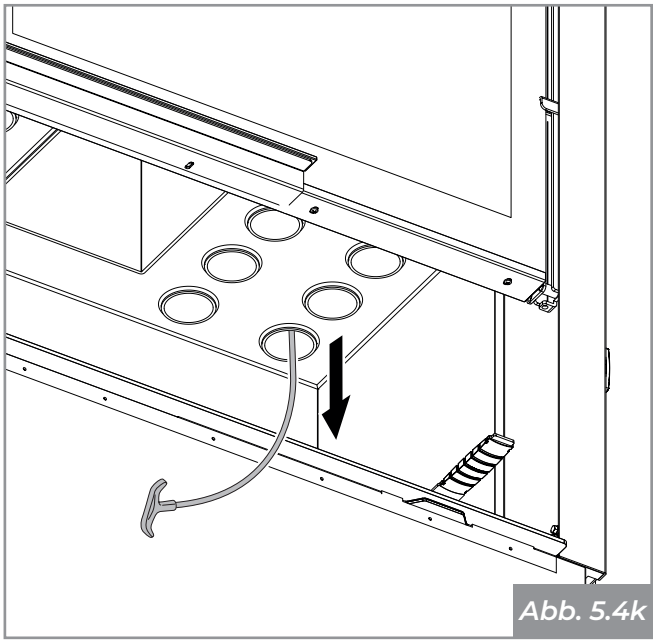

Abb. 5.4k
- Den Turbolator beim Absenken mit der mitgelieferten Bürste begleiten **(Abb. 5.4k)**. Achtgeben, ihn nicht in das Innere der Brennkammer fallen zu lassen.